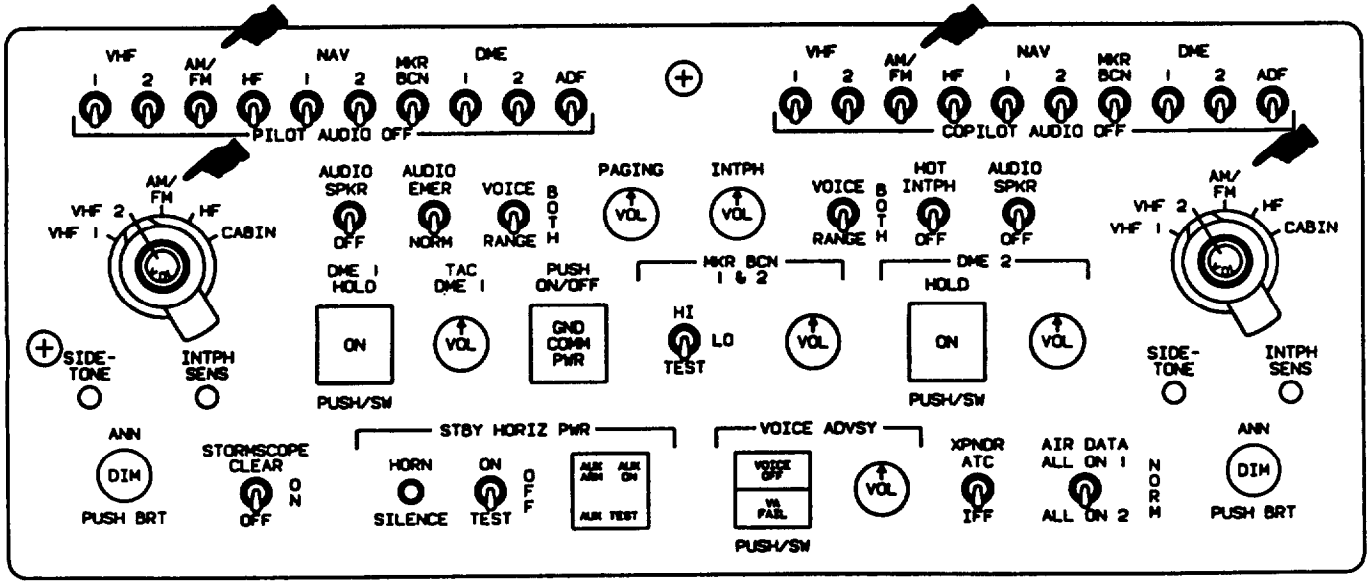

Figure 3-1. Audio Control Panel
a. Control Wheel Microphone Switches. The pilot and copilot are each provided with control wheel microphone switches placarded **MIC.** located behind the outboard handgrip of their respective control wheels (fig. 2-21). When the control wheel microphone switches are depressed, voice audio signals from the respective microphone are routed to the transmitter selected by the respective transmitter selector switch (located on the audio control panel, fig. 3-1).
Depressing the foot-operated microphone switch routes audio signals to the device selected by the copilot's transmitter selector switch located on the audio control panel (fig. 3-1).
a. Description. A dual audio control panel (fig. 3-1) located on the instrument panel serves both the pilot and copilot. Each audio control panel is powered by its respective 2-ampere circuit breaker, placarded **PILOT AUDIO** and **COPILOT AUDIO,** located on the right sidewall circuit breaker panel (fig. 2-7).
b. Audio Control Panel Controls and Functions (fig. 3-1).
(1) Pilot's and copilot's receiver audio monifor switches. The pilot and copilot are each provided with a set of identical receiver audio monitor switches, placarded **PILOT** and **COPILOT AUDIO OFF.**